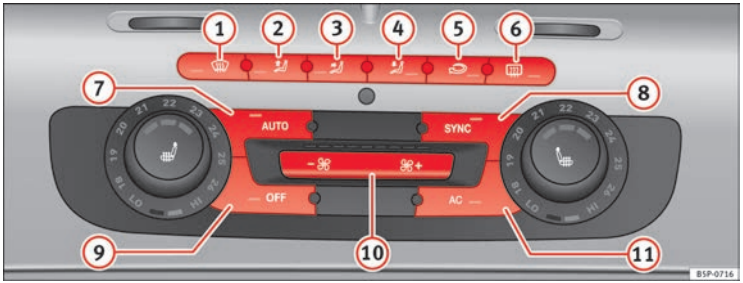

Fig. 132 On the dash panel: 2C Climatronic controls.
– To enter manual mode, press one of the buttons ⇒ Fig. 132 (1) to (5) or press the air flow control (10). The selected function is shown on the radio or navigator display.
– Press the button ⇒ Fig. 132 (2) to switch air recirculation mode on or off. It is switched on if the following symbol appears in the display .